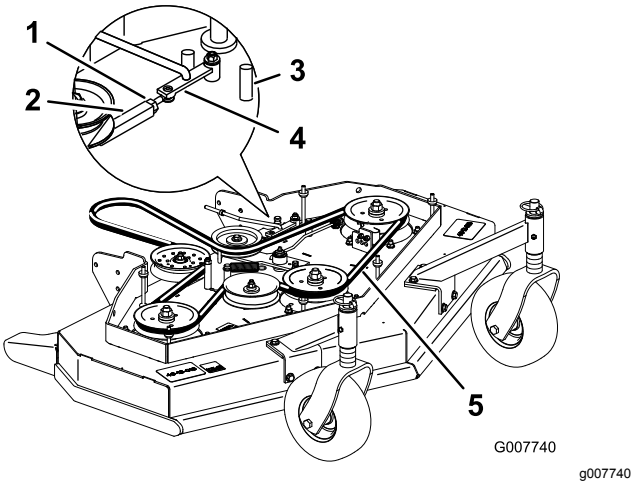

**Figur 46**
3. Lossa låsmuttern på spännmuttern (Figur 46).
mot klippdäckets framände för att minska remspänningen (Figur 46).